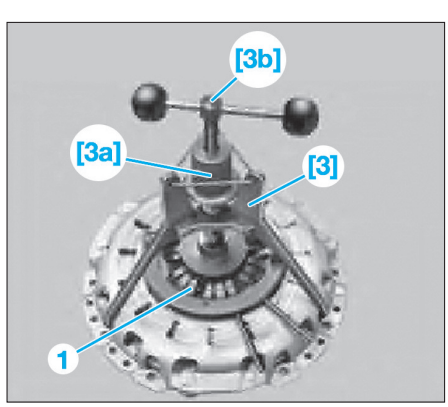

Fig. 8
• Mettre en place l'outil [3] et serrer la vis moletée [3a] **(Fig.8)**.